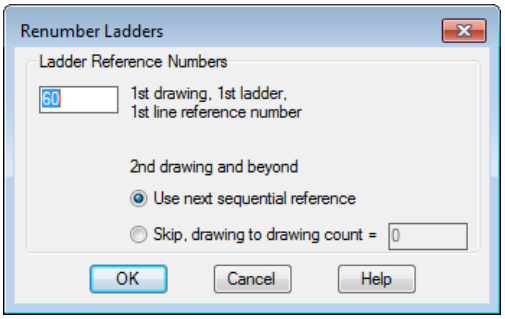

Figure 6-60 *The* ***Renumber Ladders*** *dialog box*
5. Enter **60** in the edit box and make sure the **Use next sequential reference** radio button is selected, refer to Figure 6-60. Next, choose **OK** in the **Renumber Ladders** dialog box.